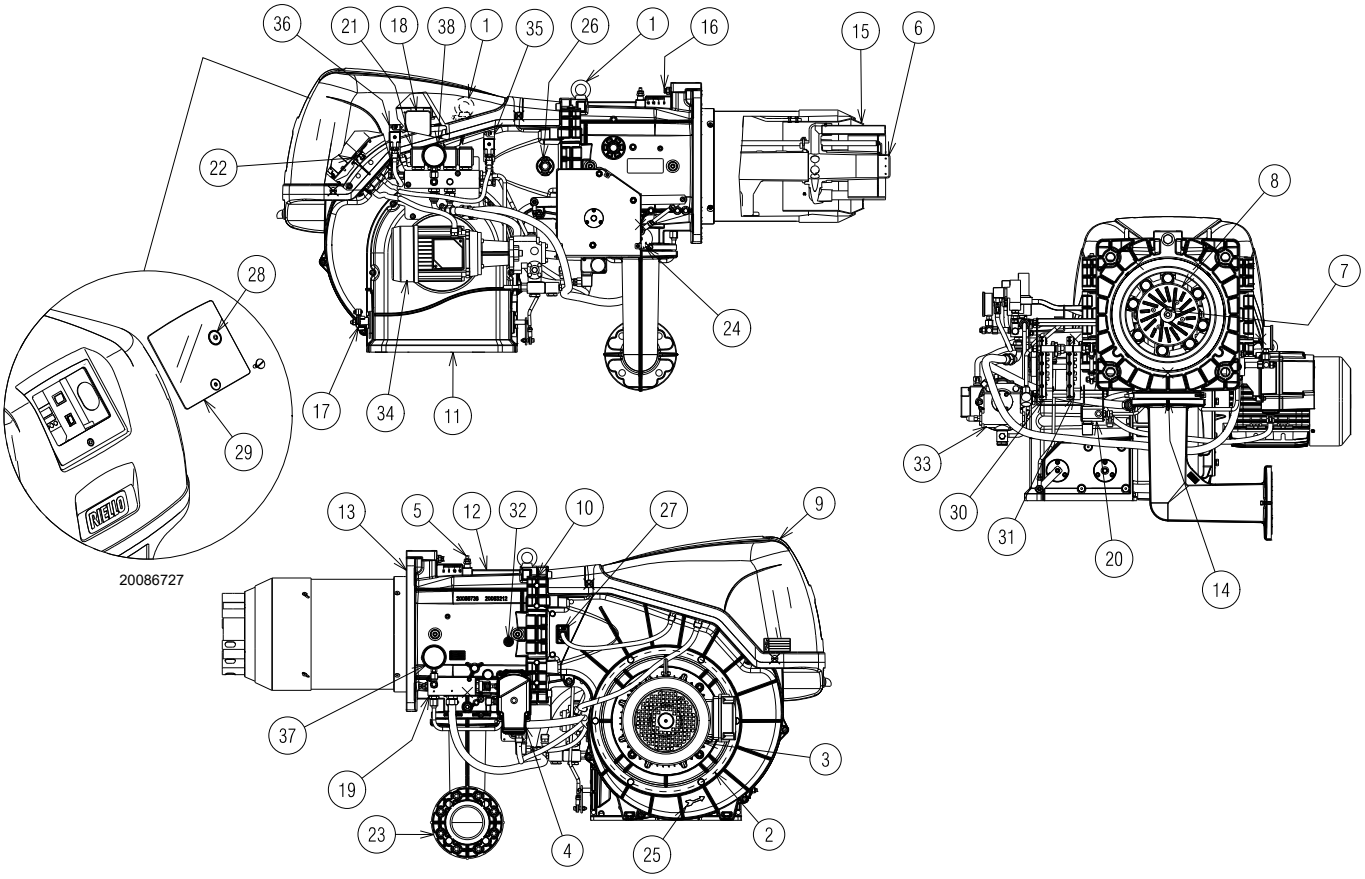

Fig. 5
(1) Reference conditions: Ambient temperature 20°C - Gas temperature 15°C - Barometric pressure 1013 mbar - Altitude 0 m a.s.l.
(2) Pressure on the socket 5) (Fig. 5) with zero pressure in the combustion chamber and at maximum burner output.
(3) Sound pressure measured in manufacturer's combustion laboratory, with burner operating on test boiler and at maximum rated output. The sound power is measured with the “Free Field” method, as per EN 15036, and according to an accurate “Accuracy: Category 3”, as described by EN ISO 3746”.